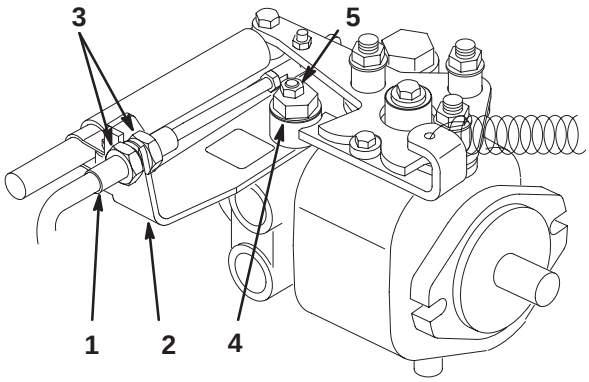

Figure 41
A. Loosen both jam nuts securing the traction control cable to the bulkhead on the hydrostat (Fig. 41). Make sure the jam nuts are loosened equally and sufficiently to allow adjustment.
B. Loosen the nut securing the eccentric to the top of the hydrostat (Fig. 41).
D. Rotate the eccentric until creep does not occur in either direction. When the wheel stops rotating, tighten the nut locking the eccentric and the adjustment (Fig. 41). Verify the adjustment with the throttle in the Slow and Fast position.
E. From each side of the bulkhead, tighten the locknuts **evenly**, securing the traction cable to the bulkhead (Fig. 41). Do not twist the cable.